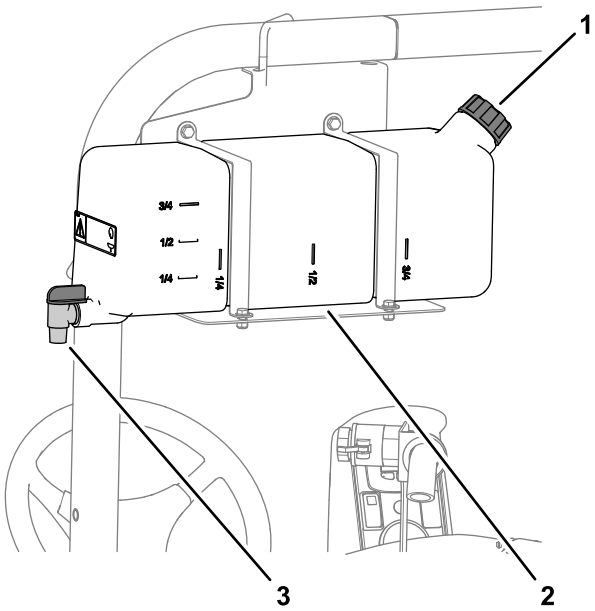

Rysunek 19
- Aby napełnić zbiornik, odkręć korek u góry zbiornika, wlej do niego czystą wodę i zakręć korek (Rysunek 19).
- Aby otworzyć kran czystej wody, przekręć dźwignię na kranie (Rysunek 19).